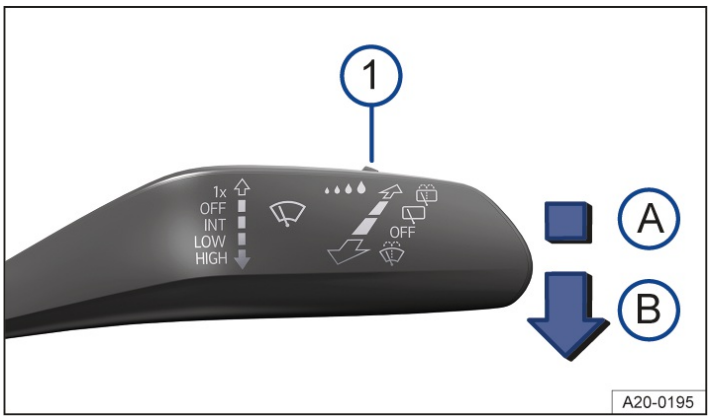

Fig. 1 On the right of the steering column: wiper lever.
1. Push the lever into the required position→ *Fig. 1*.
The sensitivity of the rain and light sensor can be adjusted manually using the switch in the wiper lever→ *Fig. 1* (1) , →⚠.